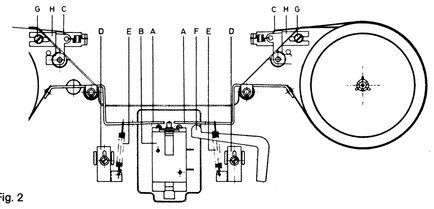

Fig. 2
6. Ajustage des freins à bande (Fig. 2)